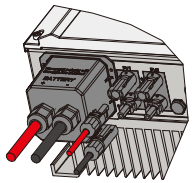

Figure 4.2-2
- **PV输入连接：**确保连接ES与PV时极性（+/-）连接正确，参见图 4.2-2。